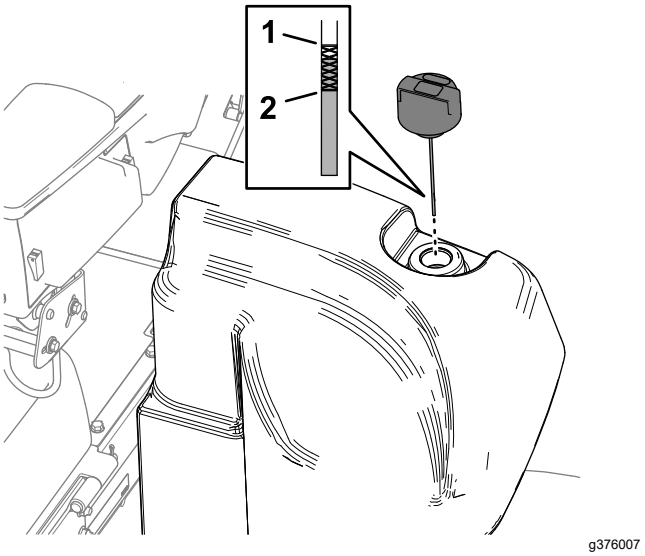

Figur 116
2. Rengør området omkring påfyldningsstudsen og hydrauliktankens hætte (Figur 116).